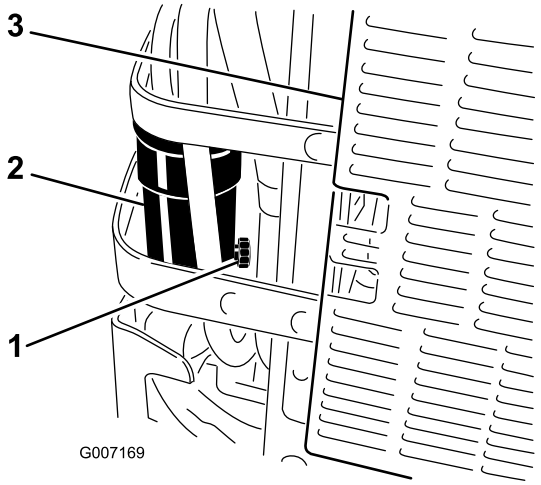

Figur 46
6. Öppna avtappningspluggen på vattenseparatorn ca ett varv och tappa ut vatten och andra föroreningar (Figur 46).
7. Stäng tömningsventilen när det bara är dieselbränsle som rinner ut (Figur 46).